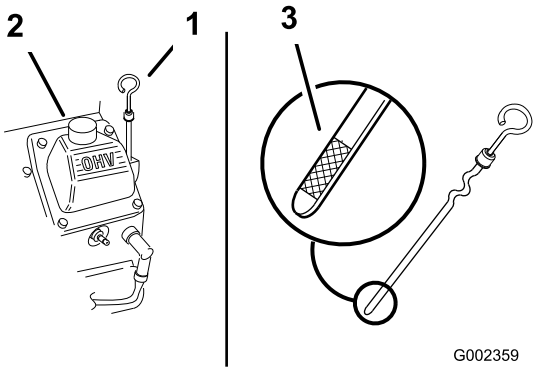

**Figur 17**
2. Rengjør rundt peilestaven (Figur 17), slik at smuss ikke kan komme ned i påfyllingshullet og kan skade motoren.
3. Ta ut peilestaven, tørk den ren og sett den tilbake på plass slik at den når helt ned (Figur 17).
Oljenivået må nå opp til Full-merket på metallenden på peilestaven (Figur 17).
5. Hvis oljenivået er under Full-merket, tar du av lokket på påfyllingsrøret (Figur 17) og fyller olje til